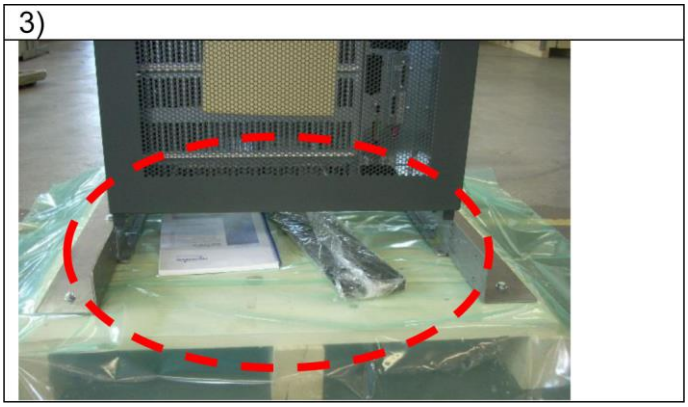

Рис. 8. Фотография зоны принадлежностей PowerWave 33 S3 спереди внизу
3) Извлечь принадлежности из их упаковки, см. рис. 8 на следующей странице. Стандартный комплект принадлежностей содержит: инструкцию пользователя, 2 окрашенных крепления, винты, 4 ножки и ключи.